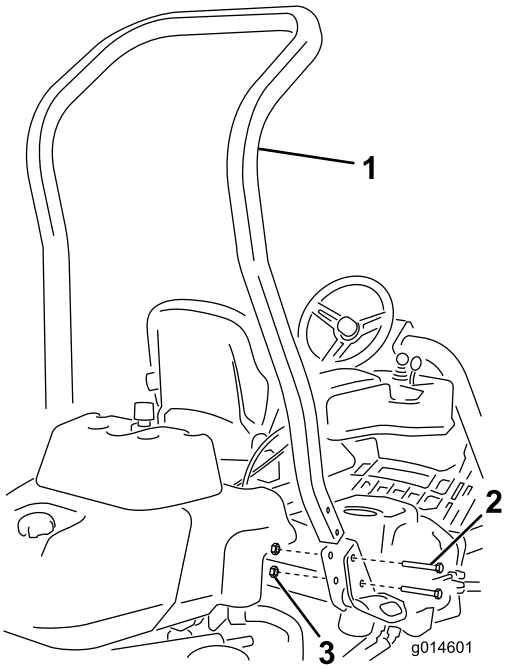

Figur 3
3. Monter veltebøylen i lommene på hver side av maskinen ved bruk av fire bolter (1/2 x 3 3/4 tommer) og fire flensmuttere (1/2 tomme) (Figur 3).